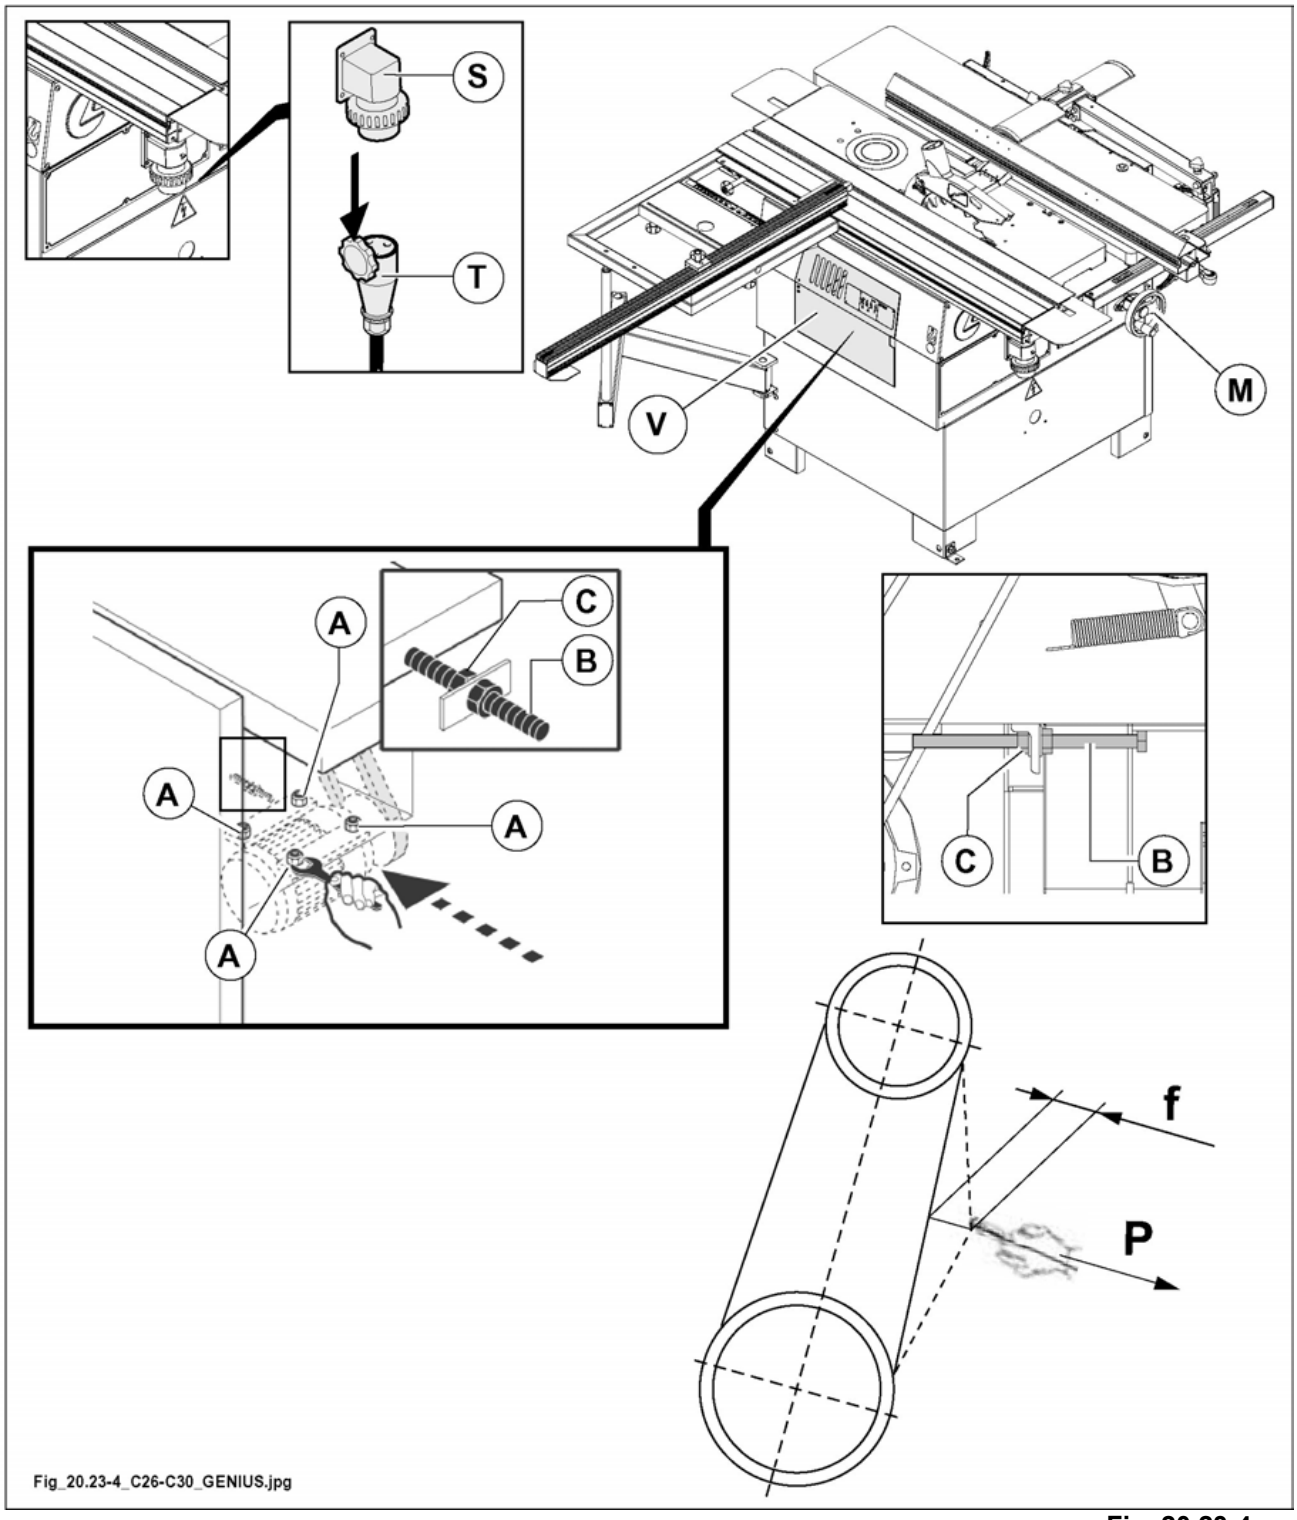

Fig. 20.23-4
before carrying out any of the operations make sure to cut the main electric power and disconnect socket (T fig. 20.23-4) from plug (S fig. 20.23-4).
- Raise the thicknesser table using the handwheel (M fig. 20.23-4).
- Open the door (V fig. 20.23-4).
- Slacken the 4 retaining nuts (A fig. 20.23-4) of the motor support.
- Slacken nut (C fig. 20.23-4).
- Tighten the belt screwing down the screw (B fig. 20.23-4).
- When the adjustment has been made, tighten nuts (A fig. 20.23-4) and (C fig. 20.23-4).
- Close the door (V fig. 20.23-4).